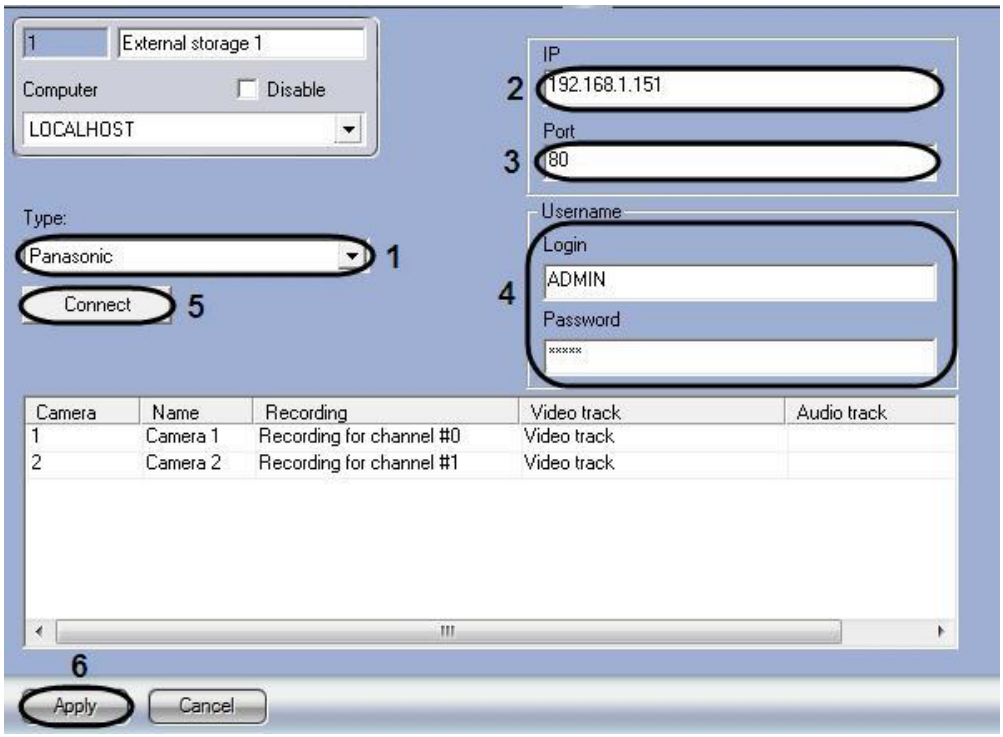

Figure 8.6-2 Configuring the connection to external storage
1. Go to the setting panel of the **External storage** object (Figure 8.6-2).
2. From the **Type** dropdown list select the interfacing protocol for the connected device (Figure 8.6-2, 1).
3. In the **IP** field specify the IP address of the device with external storage (Figure 8.6-2, 2).
4. In the **Port** field specify the port for device connection (Figure 8.6-2, 3).
5. In corresponding fields of the **Username** group specify the login and password to connect to external storage (Figure 8.6-2, 4).
6. Click **Connect** (Figure 8.6-2, 5). If the device is connected then one can set the list of cameras for playing back video from the external storage archive and match the number of camera in INTELLECT™and external storage from which the video is to be received (see *Setting the list of cameras to access the external storage* section).
7. To save all the changes click **Apply** (Figure 8.6-2, 6).